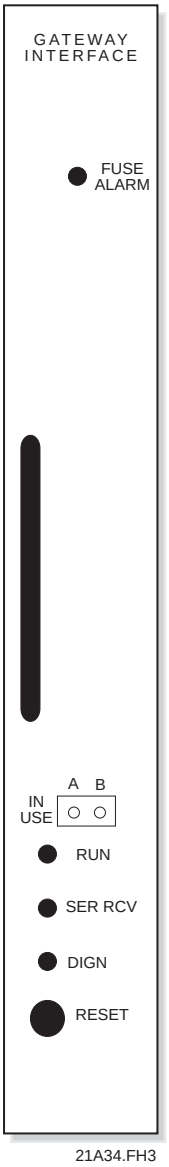

*Figure 5-38. Gateway Interface Front Panel*
***Front Panel Controls and Indicators.*** The front panel is illustrated in **Figure 5-38. Table 5-29** defines the control and indicator functions.